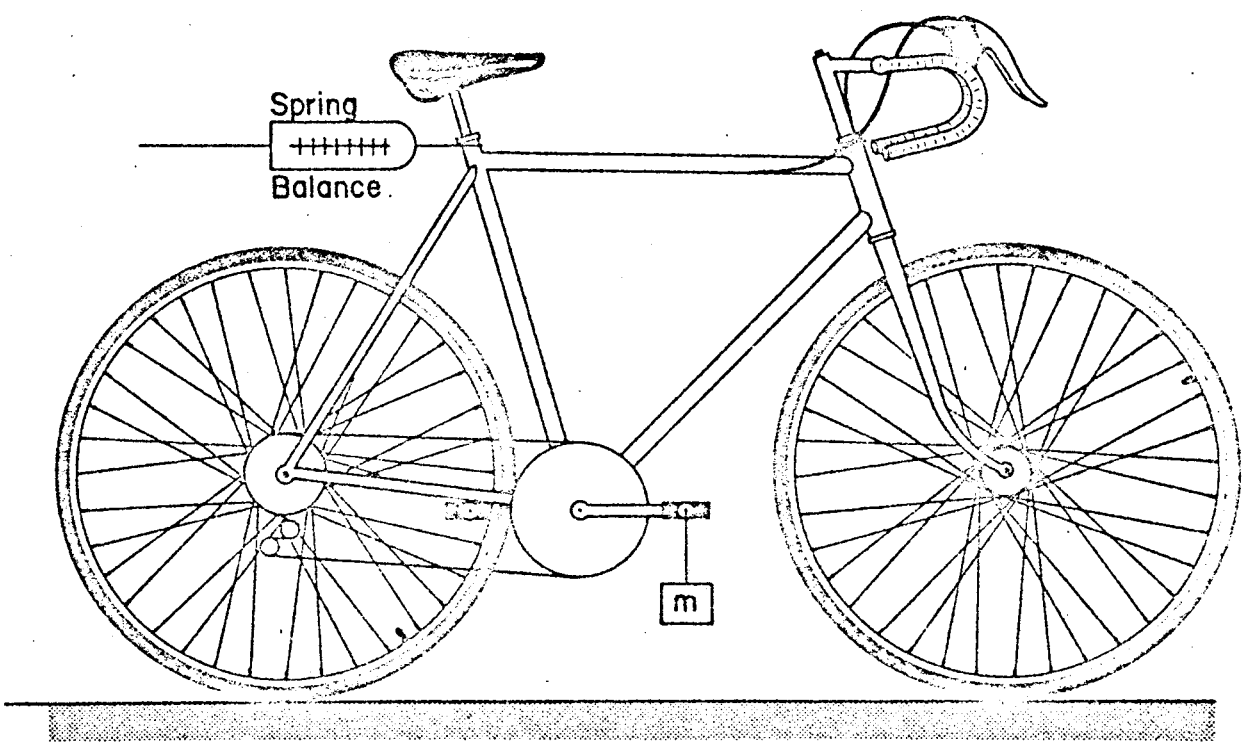

Figure 2. Hang a weight from one pedal and measure the impelling force produced.
A. Procedure: Holding the bike upright on the floor, hang a weight from one of the pedals. (See Figure 2.) Use a spring balance calibrated in newtons to measure the force impelling or pushing the bike forward. (Let's call this the "impelling force.") If you know your own body weight fairly accurately, you may do a trial by standing on one pedal while your partner steadies the bike.